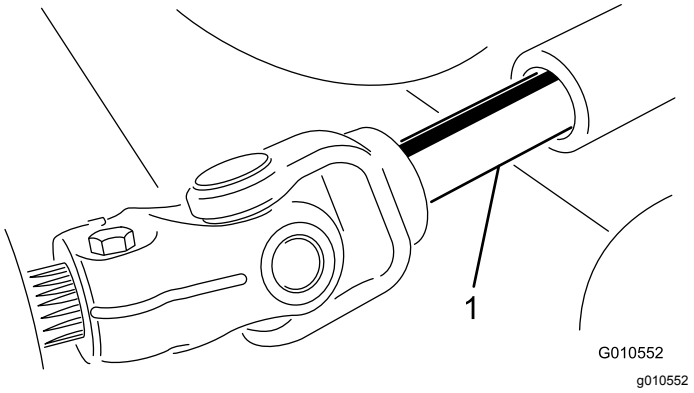

**Figur 20**
4. Rul klippeenheden væk fra traktionsenheden, idet kraftudtagsakslens han- og hundel adskilles. (Figur 20).